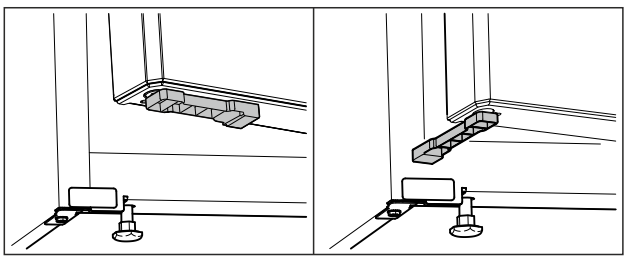

Fig. 61 *
▶ Vrid dörravståndshållaren 90°. (se Fig. 61) *